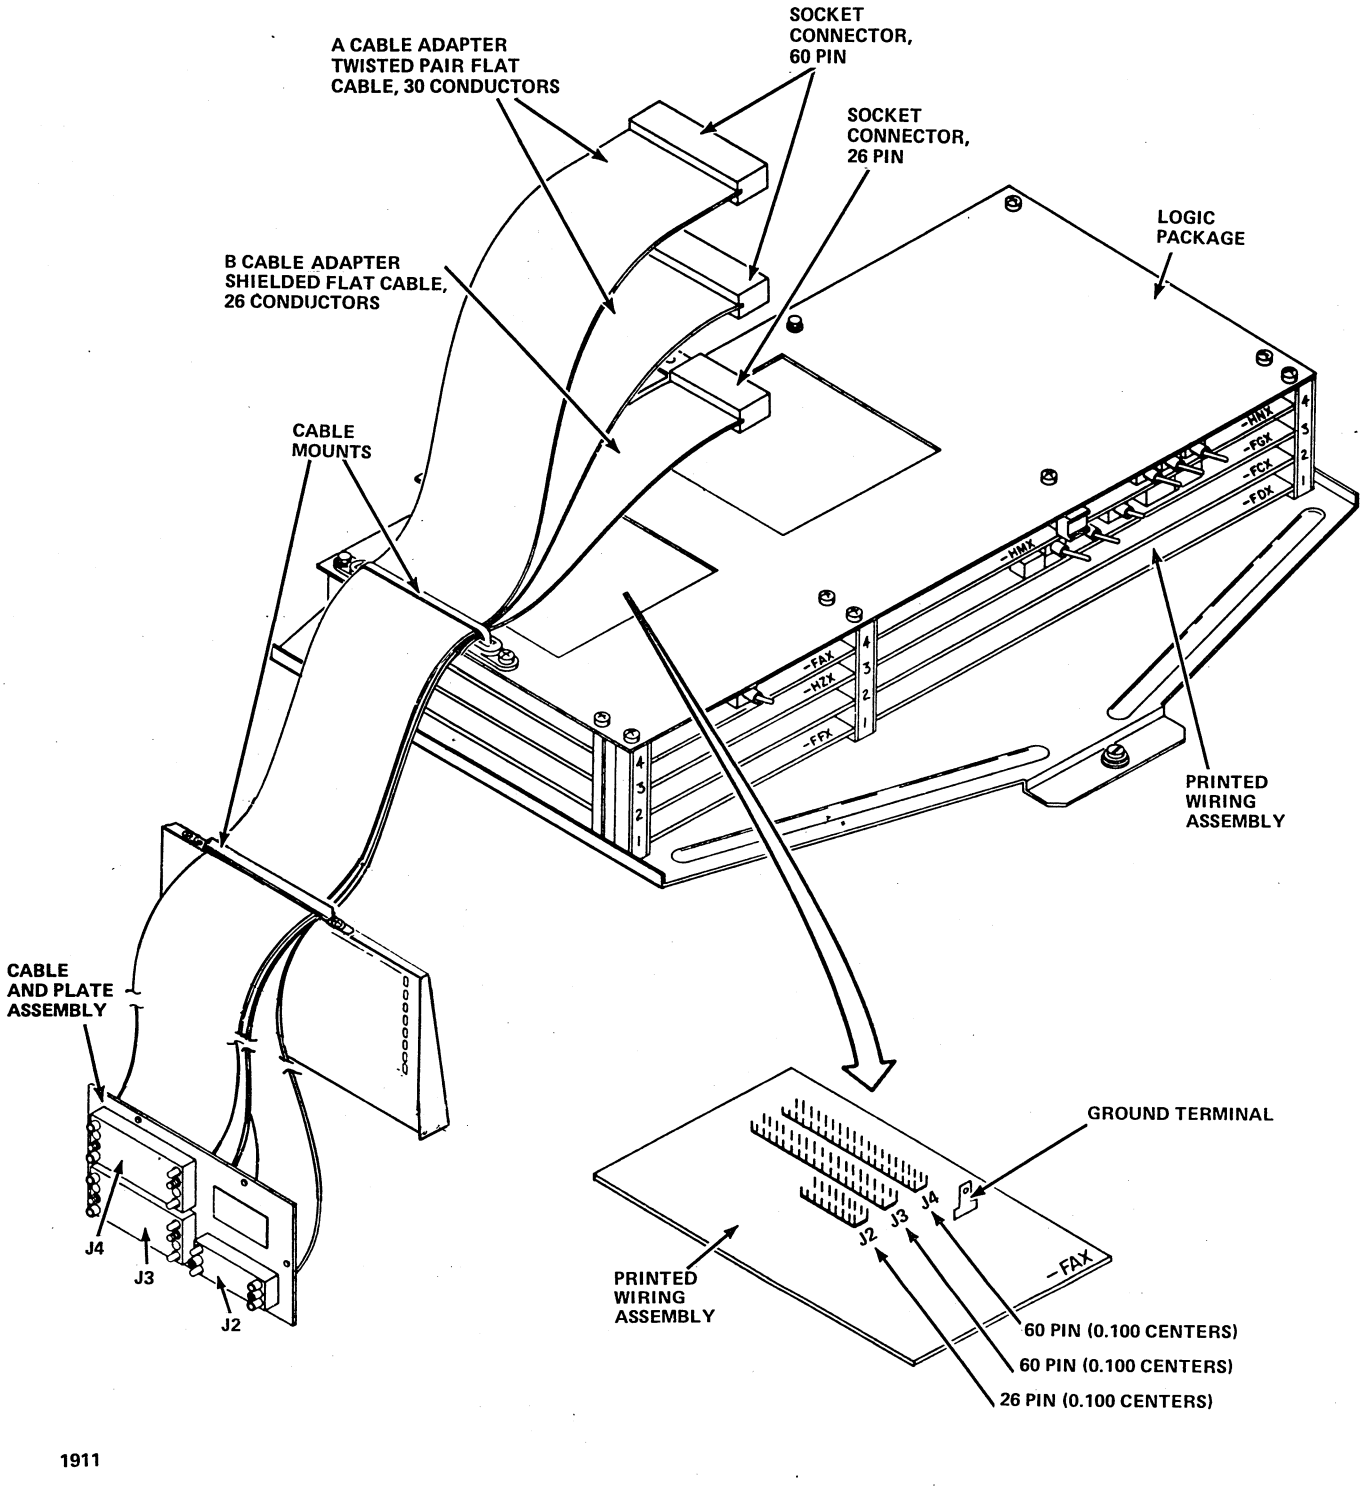

Figure 10-36. Adapter Cable Attachment
15. Remove the two cable mounts, one at the rear of the logic chassis and the other at the rear panel of the mini-module drive (figure 10-36).
17. Place the I/O adapter cables in position, and replace two cable mounts to hold the cables down as shown in figure 10-36.